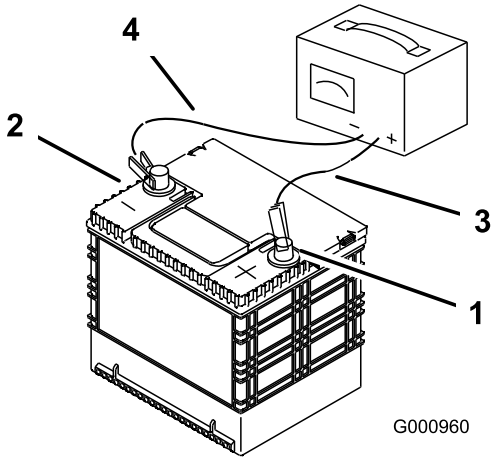

Figur 59
2. När batteriet är fulladdat ska laddaren kopplas bort från eluttaget först, och sedan ska laddningskablarna lossas från batteripolerna (Figur 59).